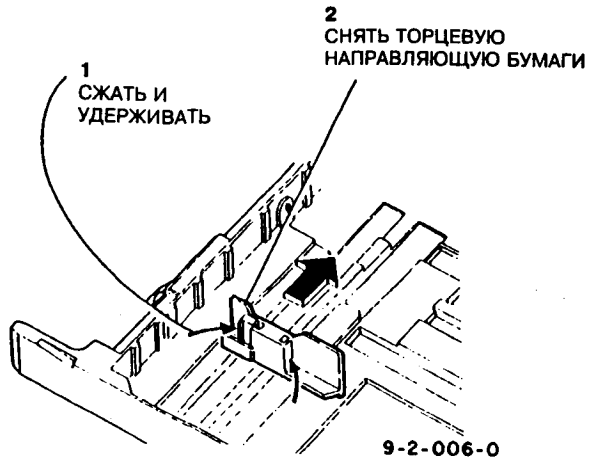

Рис.3 Снятие торцевой направляющей бумаги
5. Сдвинуть торцевую направляющую бумаги в направлении, показанном стрелкой, а затем снять ее (см. рис.3).